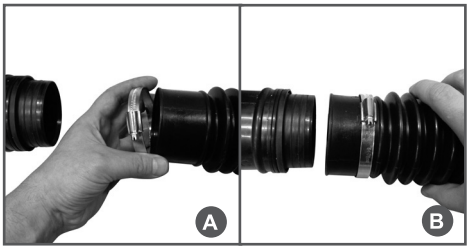

Рис. 2 Установка гибкой трубы
1. Наденьте на конец гибкой трубы с большим диаметром червячный хомут (Рис. 2А) и наденьте гибкую трубу с установленным хомутом на выходной патрубок корпуса воздуходувного устройства (Рис. 2В). Затяните хомут.